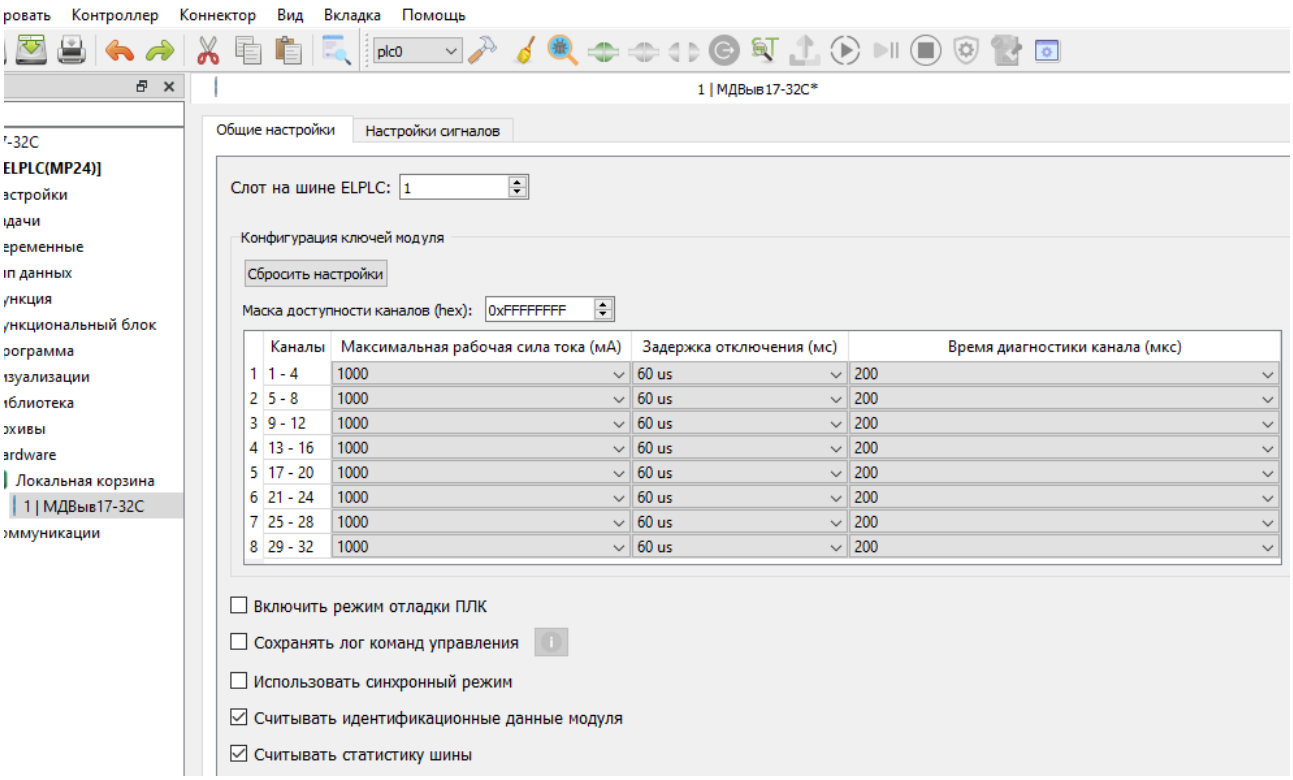

Рисунок 2.8 - Окно настройки модуля МДВыв17-32С
После добавления, по двойному щелчку на узле модуля (в дереве проекта) в правой части экрана, будет отображено окно настройки модуля (см. рисунок 2.8).
2.3.3 Общие настройки МДВыв17-32С в части групповой (по 4 канала) конфигурации ключей модуля включают следующие параметры (см. рисунок 2.8):